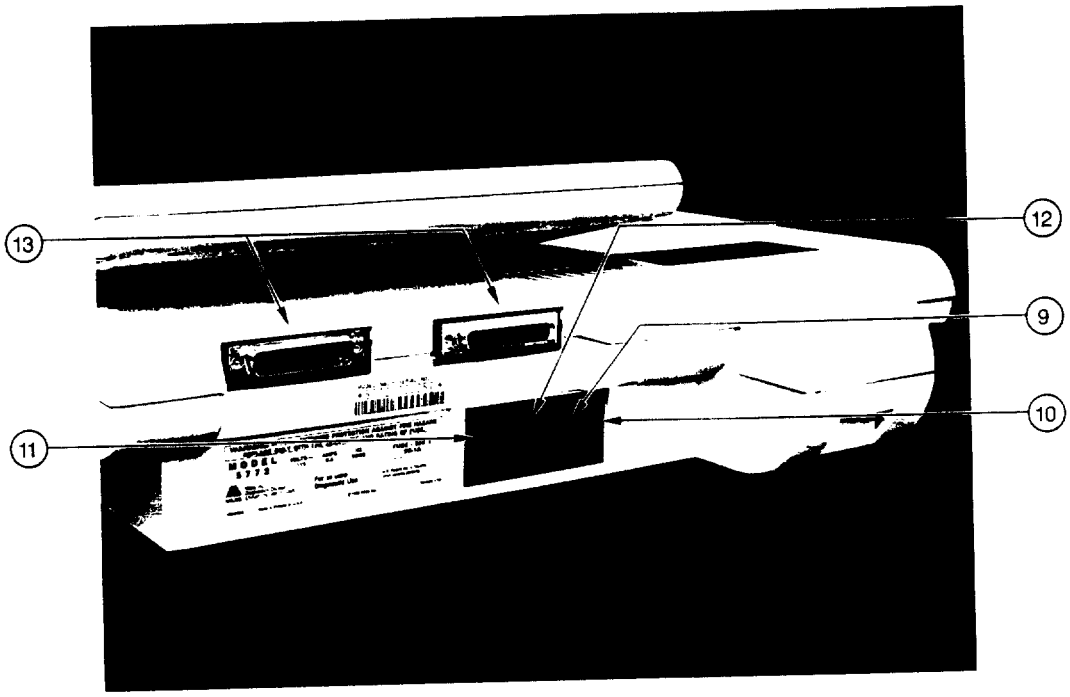

Figure 1-5
Figure 1-5 shows the rear view of the CLINITEK 100 instrument. The line cord connects into the line cord receptacle (9), which is located on the power module (10). The power switch (11) is also located on the power module, as is the fuse holder (12), which protects against serious electrical overload. The interface connectors (13) are the points at which a computer and/or a form or 80-column printer may be interfaced with the instrument.